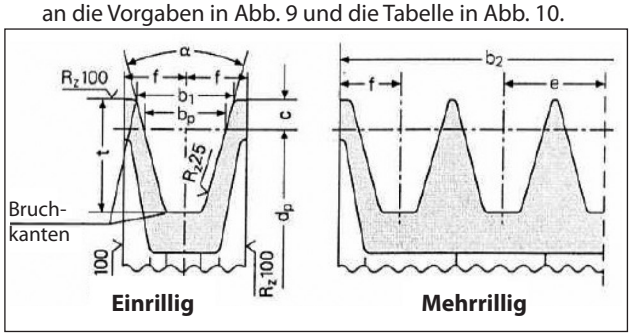

Abb. 9
a) Verwenden Sie Riemenscheiben für Keilriemen mit den vom Riemenhersteller vorgeschriebenen / empfohlenen Rillenmaßen. In Ermangelung dieser Werte halten Sie sich an die Vorgaben in Abb. 9 und die Tabelle in Abb. 10.